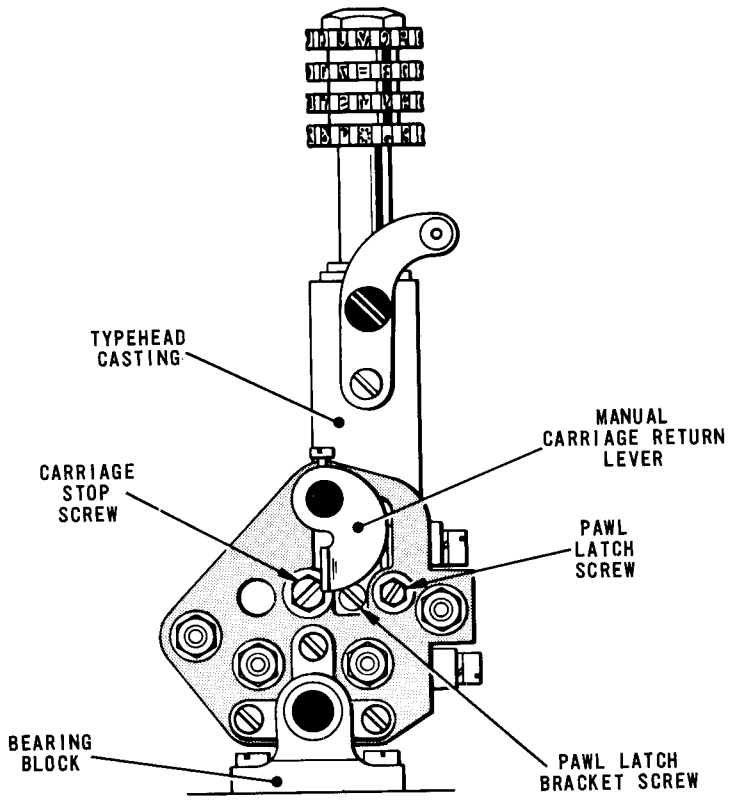
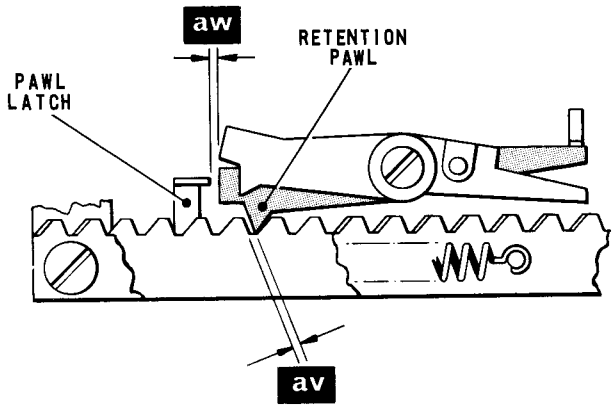
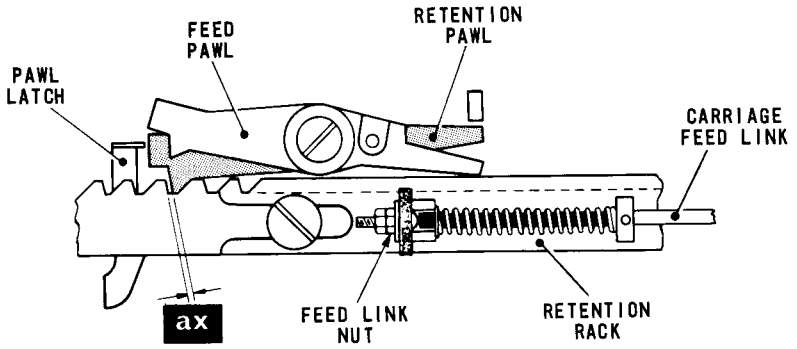
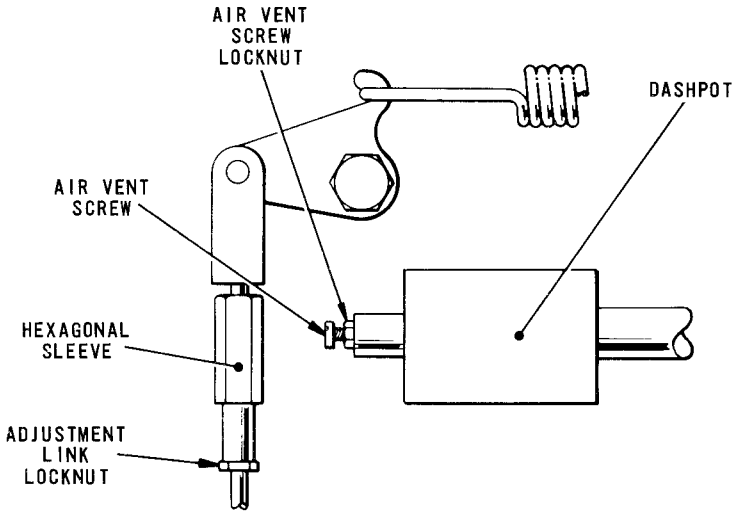

Fig. 4.42 TYPEHEAD CARRIAGE—LEFT-HAND END
Fig. 4.43 TYPEHEAD RETENTION PAWL
Fig. 4.44 TYPEHEAD CARRIAGE FEED LINK
Fig. 4.46 DASHPOT/PRINT SPRING MECHANISM
48.2 If the end-play is excessive, remove the two screws securing the typehead carriage left-hand bearing block, Fig.4.42. Hold the carriage so that the gears and racks remain in mesh and lift off the bearing block. Add .005 in. shims (Creed Part No.2003/277) as necessary between the bearing block and the carriage until the end-play is less than .005 in. Refit the bearing block and tighten its securing screws.
49.1 Operate the carriage return manual lever, Fig.4.42, so that the typehead moves to its extreme left-hand position. Check that the retention pawl, Fig.4.43, is now resting in the correct tooth of the retention rack for the required left-hand margin, i.e.
(a) Slacken the locknut of the pawl latch screw, Fig.4.42, and turn the screw until its end is well clear of the pawl latch, Fig.4.43.
(b) Slacken the locknut of the carriage stop screw, Fig.4.42, and turn the screw until the retention pawl, Fig.4.43, engages the correct tooth of the retention rack and until dimension 'av' is set up. Clamp the carriage stop screw, Fig.4.42, in this position with its locknut.
50.1 Slide the typehead to the right-hand limit of its travel. Holding the typehead in this position, operate the carriage return manual lever, Fig.4.42, so that the feed and retention pawls, Fig.4.44, are held up by the pawl latch. Allow the typehead to slide slowly to the left and check that the tails of both pawls clear the racks by .030 - .045 in.
50.2 If this is not so, slacken the two screws (one only shown in Fig.4.42) clamping the pawl latch bracket to the typehead casting, and reposition the bracket until the correct pawl clearance is present. Tighten the bracket clamp screws.
51.1 Operate the carriage return manual lever, Fig.4.42, so that the typehead moves to its extreme left-hand position. Depress any printing key or, if the machine has no keyboard, set up any printing combination on the pins. Lift the translator clutch abutment and turn the machine by hand until the carriage feed link, Fig.4.44, has moved to its extreme right-hand position.
53.1 Operate the carriage return manual lever, Fig.4.42, so that the typehead moves to its extreme left-hand position. Stand the machine on its back and check that it is now possible to move the dashpot piston, Fig.4.46, a further .060 in. into its cylinder.
54.2 To adjust, slacken the locknut of the spring adjustment link, Fig.4.46, and turn the hexagonal sleeve until the correct tension is present. Tighten the locknut.